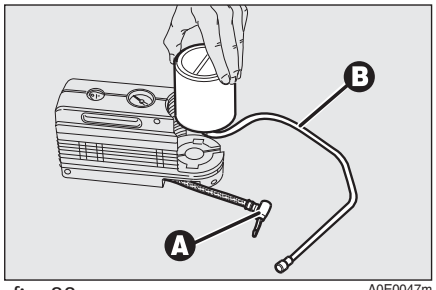

fig. 23 A0E0047m
- ❒ disconnect connection **A-fig. 23** and hose **B**;